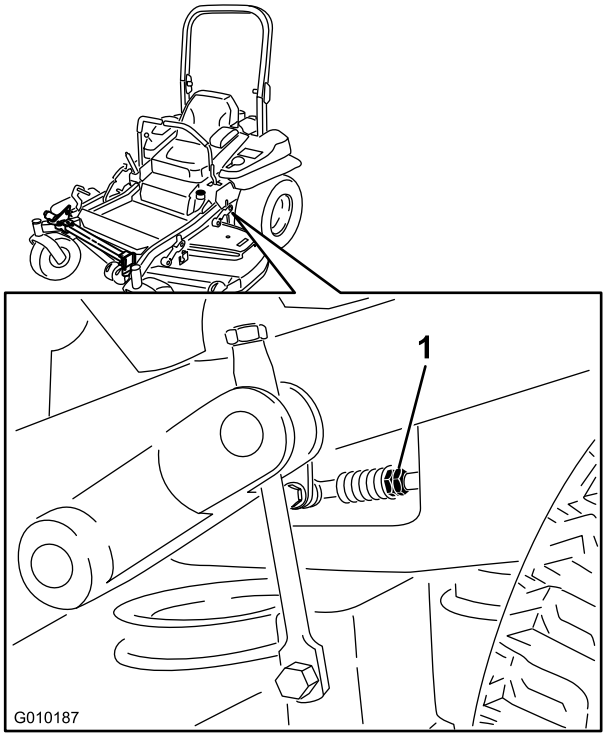

Figur 78
7. För rörelsereglagespakarna till neutralläget. Justera längden på pumpens reglerstav genom att vrida de dubbla muttrarna på staven i lämplig riktning tills hjulet står stilla eller långsamt kryper bakåt (Figur 78). Flytta rörelsereglagespakarna till backläget. Tryck försiktigt på reglaget och låt fjädrarna för indikator bakåt föra reglagen tillbaka till neutralläget. Hjulen måste sluta snurra eller rotera långsamt bakåt.